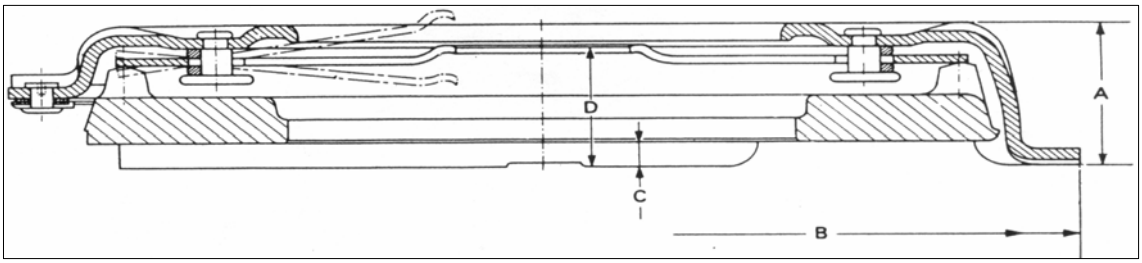

РИС. 178
Нажимной диск сцепления в сборе (рис.178)
1) Проверьте кожух нажимного диска на наличие деформации, трещин, шероховатости и повреждений, особенно диаметр "В" (см. рис.178), а также пружинные накладки и заклепочные соединения диафрагмы.